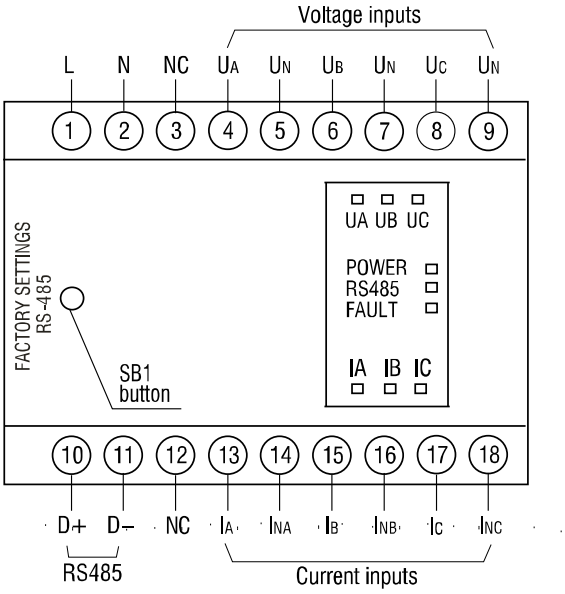

Fig. 4.1 Vista frontal del módulo.
El botón SB1 se encuentra ubicado bajo la carcasa en la parte izquierda del panel frontal (ver Fig. 4.1). Con este botón se pueden reestablecer los valores de comunicación por defecto de la interfaz RS485.
– Los terminales de conexión se muestran en la fig. 4.1, la designación de los terminales se indica en la Tabla 5.1.